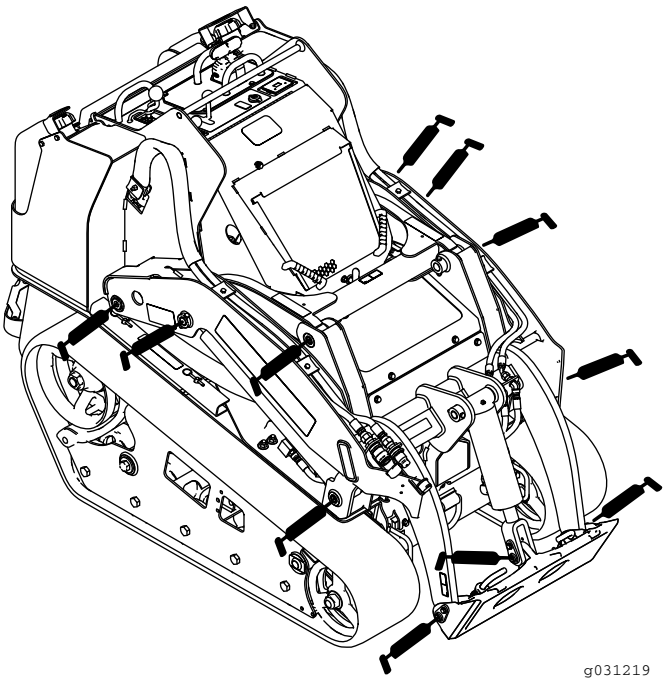
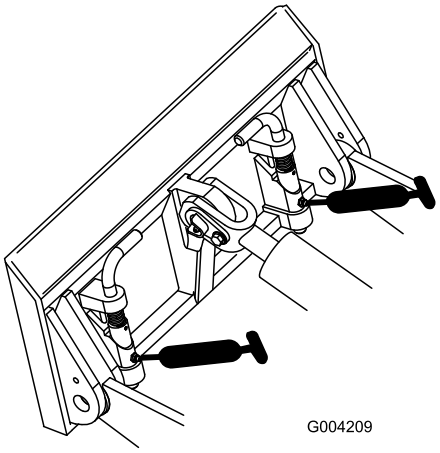
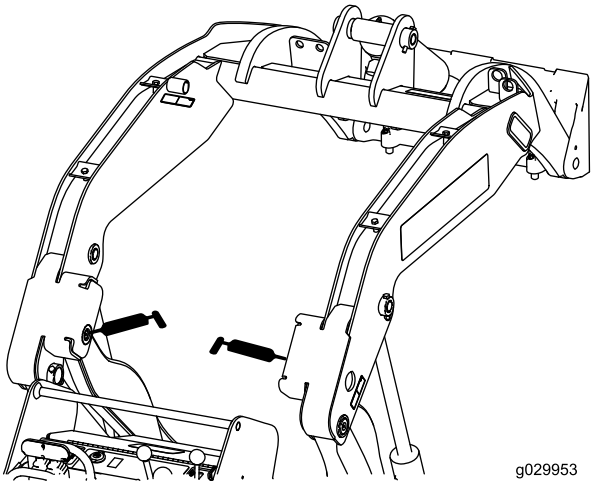

Figuur 41
Figuur 42
Figuur 43
3. Sluit een smeerpistool aan op elke smeernippel (Figuur 41,Figuur 42 en Figuur 43).
Opmerking: Breng de armen van de lader omhoog voordat u de smeernippels smeert in Figuur 43.